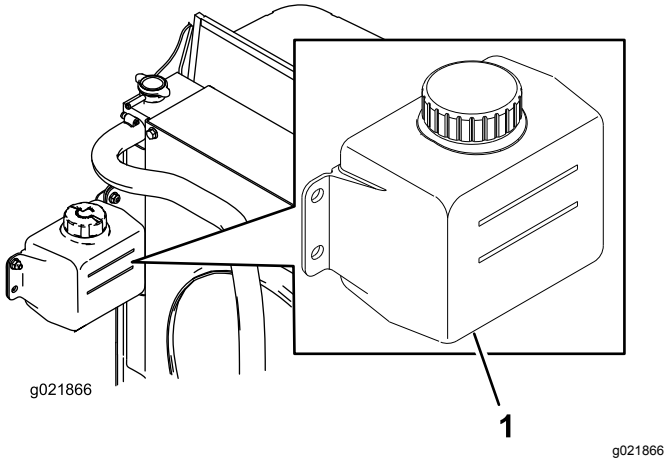

Figur 93
1. Kontrollera kylvätskenivån i expansionstanken (Figur 93).